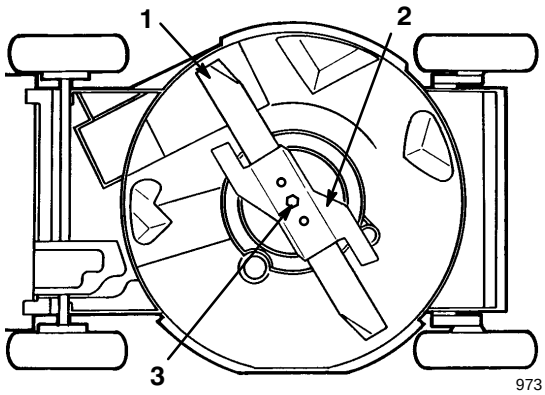

Afbeelding 23
4. Kantel de maaier op zijn linkerzijkant (Afb. 23).
Pak het uiteinde van het mes vast met een lap of een dikgevoerde handschoen. Haal de mesbout, de borgring, de versneller en het mes los (Afb. 23).